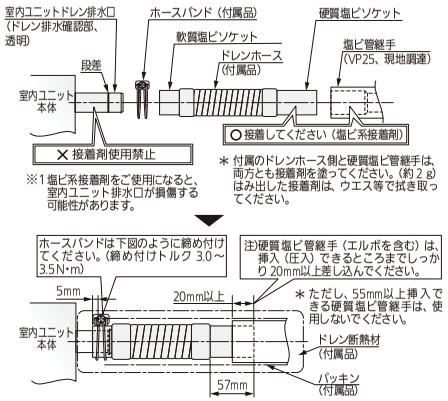

図12
- 図 12 のようにドレン排水口の段差までドレンホースを挿入し、ホースバンドを段差から5mmはなしたところに、しっかりと締め付けてください。（締め付けけトルクは 3.0 ～ 3.5 N・m）
- ドレン排水確認後、ドレン排水確認部の付け根よりドレンホースを被うようにパッキン（付属品）を隙間なく巻いてください。このとき、パッキンの合わせ目が上を向くようにしてください。その上に付属のドレン断熱材を巻いてください。（9ページ、図 12）